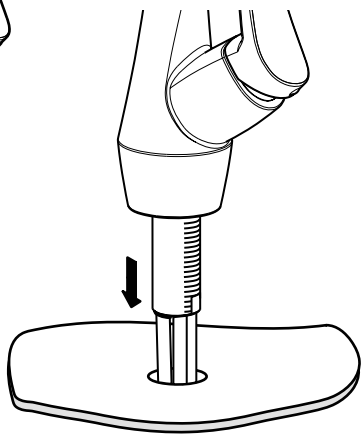

Fig. 1.2
- Insérer les 4 boyaux et le **tube fileté** dans le trou (fig. 1.2).
- Insert the four hoses and the **threaded tube** in the hole (fig. 1.2).